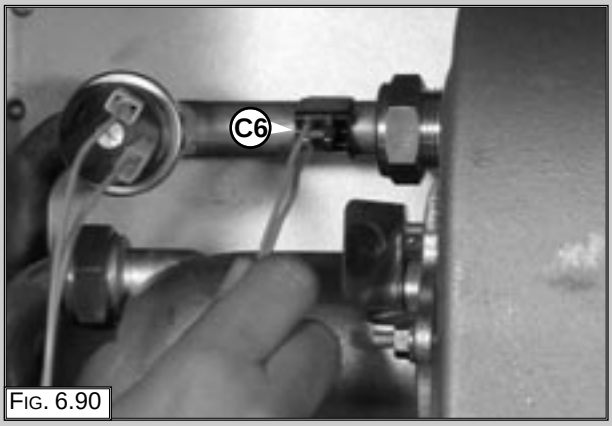

Fig. 6.90
1. Remove the C.H. flow temperature probe “C6” by pulling off (Fig. 6.90);